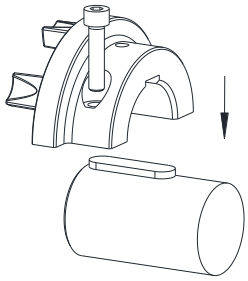

Bild 9
- Legen Sie die obere Halbschale des Nockenteils mit eingesetzter Zylinderschraube auf die Welle (siehe Bild 9).